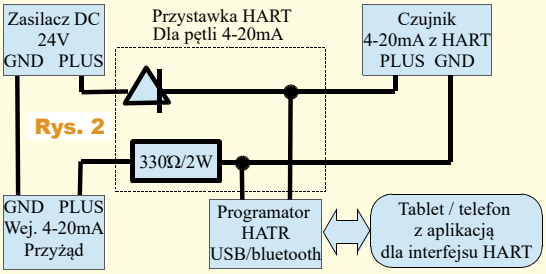

Rys. 2
**Jacek Rączka** z Połomi napisał: *(...) jestem pracownikiem komórki AKPiA. (...) mamy w pracy taki gadżet, który współpracuje z telefonem. Jest to programator HART firmy Aplisens, przeznaczony do ich czujników. Jedyne co sami wykonaliśmy to prosta przelotka składająca się z diody i rezystora 330om, której schemat i ideę działania pokazuje **rysunek 2**. (...) Pracujący układ [z czujnikiem różnicy ciśnień] widać na **fotografii 1**. (...) czy we własnym zakresie można (...) stworzyć [aplikację dla smartfona]? Jak najbardziej! Wiele firm, jak Siemens dla LOGO, Schneider Electric oferują do swoich produktów odpowiednie oprogramowanie na Androida, trzeba mieć tylko interfejs sprzętowy lub kabel LAN w przypadku LOGO, który wpinamy w ruter. A co, jeżeli mamy urządzenie X? Jeżeli to urządzenie obsługuje protokół MODBUS RTU/ASCII i ma interfejs RS485, RS232 lub LAN (protokół MODBUS TCP/IP), to zasadniczo nie ma większego problemu. Potrzebujemy tak naprawdę tylko konwertera LAN/WIFI<>RS485/RS232. Najtańszy konwerter tego typu to wydatek niecałych 100zł, na Aliexpress. Zostaje jeszcze kwestia, jak to ugryźć na Androidzie? Zasadniczo są dwa warianty. Pierwszy: poszukać oprogramowania SCADA na Androida, np. Tesla SCADA, albo są prostsze programy obsługujące MODBUS po WIFI. Reszta to tylko dokumentacja urządzenia, które chcemy obsłużyć i trochę zacięcia, bo nie zawsze chce to ruszyć tak z drogi, ale wynika to raczej z niuansów implementacji protokołu MODBUS w oprogramowaniu, jak i w urządzeniach różnych producentów. Często MODBUS jest „obcięty", a dokumentacja ma błędy itp.*